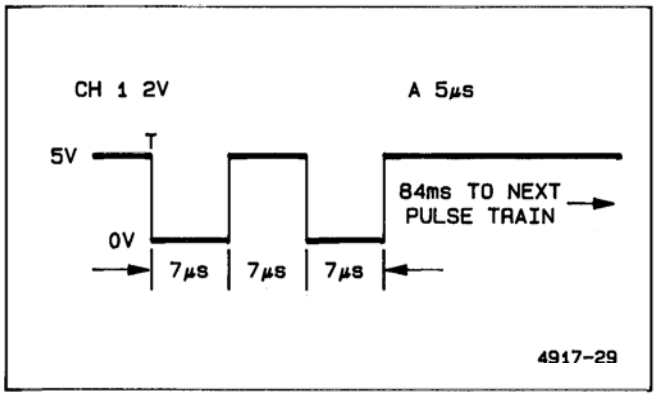

Figure 6-9. Front Panel μP diagnostics test.
2. Turn the power back on and observe the signal at pin 14. See test waveform illustration of Figure 6-9 for correct waveshape and timing.